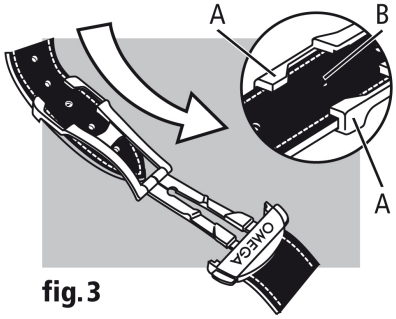

fig. 3
Länge anpassen (fig. 3): Lösen Sie das längere Ende aus den beiden Führungen (A) und dem Dorn (B). Ziehen oder schieben Sie das Armband in die gewünschte Richtung und fixieren Sie es wieder mithilfe des Dorns und der beiden Führungen. Prüfen Sie den Sitz der Uhr und wiederholen Sie gegebenenfalls die oben beschriebenen Schritte.